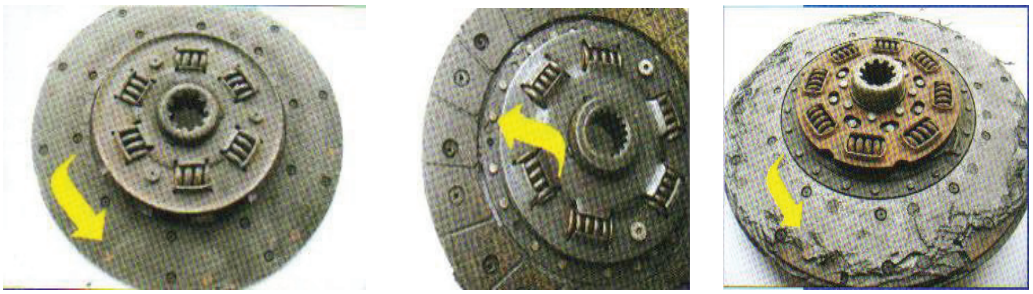

Рис. 3-4
2. Возможные причины неработоспособности сцепления, связанные с ведомым диском (рис. 3-4)